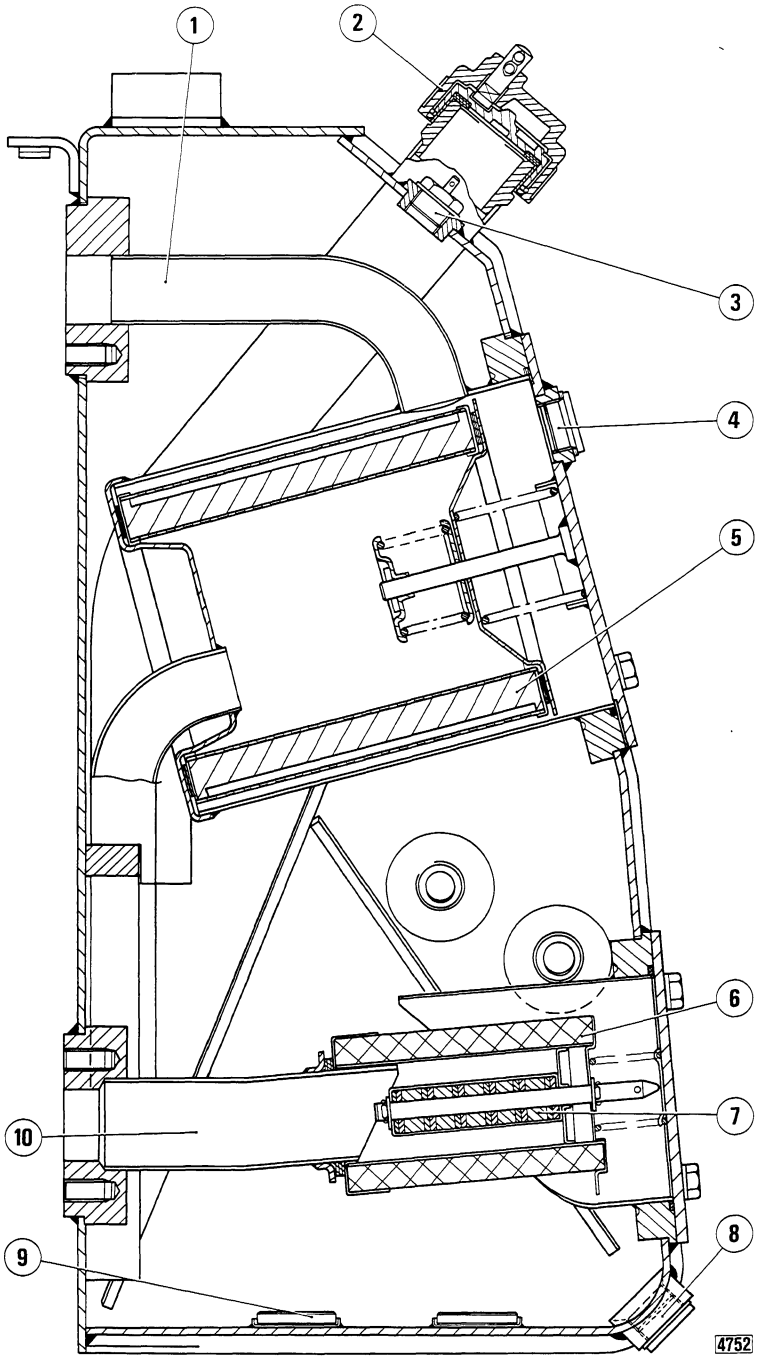

Fig. 15-2 - Section through hydraulic oil tank.
The hydraulic system includes a gear pump (P, fig. 15-1) flange-mounted on transmission case, drawing oil from tank (S) whence it is directed to control valve (D) through a filter (6, fig. 15-2). The 3-spool control valve (D, fig. 15-1) is located on the right side of Operator's seat and is controlled by two levers:
When the main control valve levers (A) and (B, fig. 15-1) are in HOLD the oil arriving from pump (P) flows through control valve (D) and returns to tank (S) where it is again decontaminated by filter (5, fig. 15-2).
The hermetically sealed oil tank (fig. 15-2) is combined with the fuel tank and contains the filters located on pump outlet and oil return circuits.
Pump suction filter (6, fig. 15-2) provided with mag net rod filter (7) and metal element.
Pump return filter (5, fig. 15-2) provided with paper element and incorporating a by-pass valve for system restriction indicator sending unit.